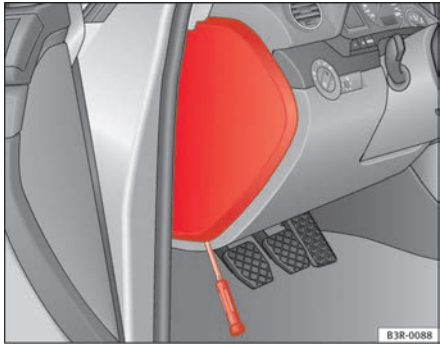

Fig. 196 Left side of dash panel: Fuse box cover
– Remove the fuse cover using a screwdriver ⇒ fig. 196.